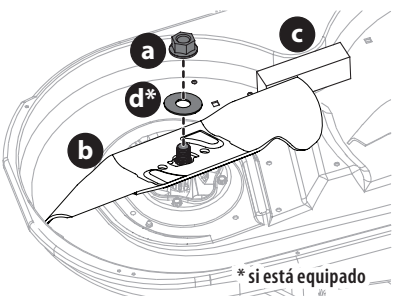

Fig. 51
2. Coloque un bloque de madera (c) entre el alojamiento de la plataforma y el borde de corte de la cuchilla (b) para ayudar a aflojar la tuerca hexagonal (a) y la arandela (d)* que fijan la cuchilla (b). Utilice una llave de 15/16 pulgadas para aflojar la tuerca hexagonal (a) y la arandela (d)* (Fig. 51).
3. Cuando reinstale las cuchillas, asegúrese de lo siguiente (Fig. 51):